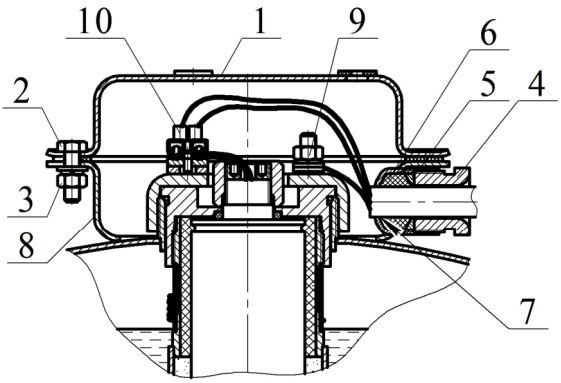

Рисунок 4
2.1.2 Произвести монтаж вводной коробки МУПТВ (см. рисунок 4 в следующей последовательности.